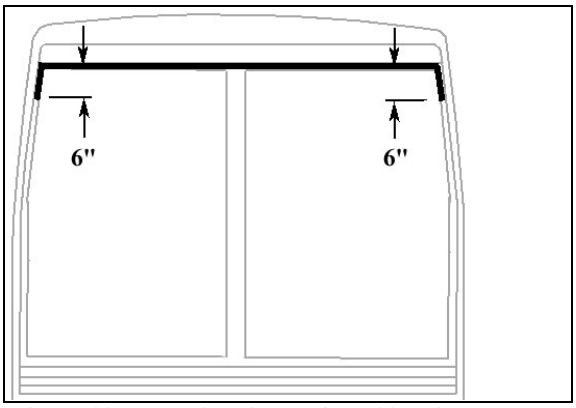

FIGURE 89 : APPLICATION DE SIKA 221 NOIR
- Appliquer du Sika 221 noir (Figure 89) entre la fibre de verre et la pièce extrudée en caoutchouc.